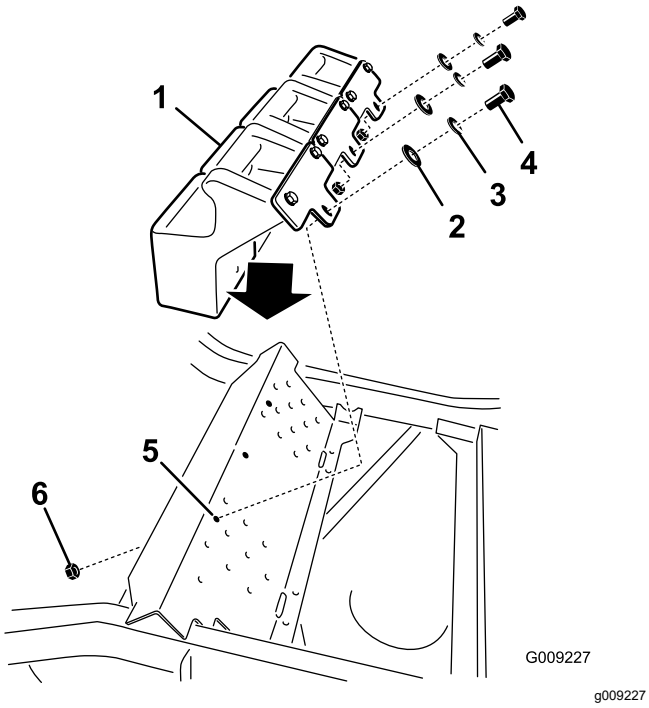

Figur 35
5. Monter forvægtene oven på fodstøtten (Figur 35).
6. Fastgør frontvægtene oven på fodstøtten og på vægtmonteringsbeslaget med seks bolte (3/8 x 1 tomme), seks låsespændeskiver (3/8 tomme), tre flangemøtrikker (3/8 tomme) og seks flade spændeskiver (3/8 tomme) som vist i Figur 35.